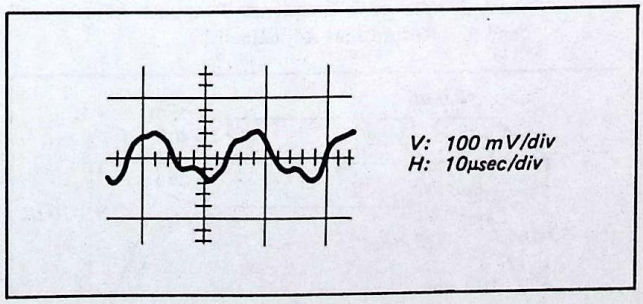

Fig. 5-4-2. Bias trap adjustment
(1) Set the input signal level to zero and set up the REC-ORD mode.
3) Bias leak should be less than 150 mVp-p. (300 mVp-p for serial No. 209,001 and after) . (See Fig. 5-4-2)